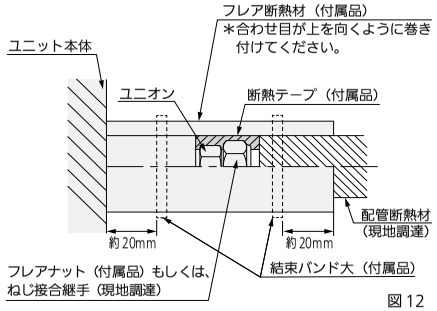

図12
- 図12に従って液管・ガス管とも、断熱してください。フレアナット部もしくは、ねじ接合継手部に断熱テープ（付属品）を巻き付けてください。配管接続部にはフレア断熱材（付属品）を隙間がないように巻き付け、結束バンド大（付属品）で締め付けてください。結束バンドの余分な部分は切断してください。